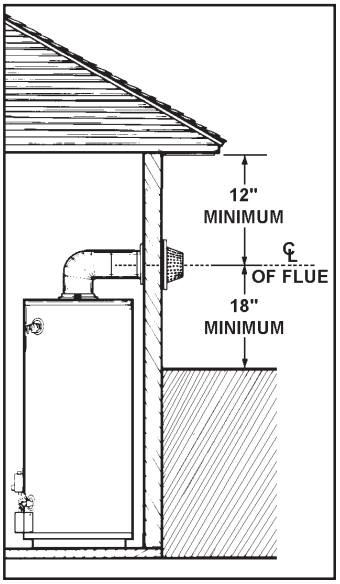

FIGURE 4
MAKE CERTAIN TO OBSERVE VENT LOCATION LIMITATION, SEE FIGURES 4 & 5.
- 18” minimum from the ground and 12” from ceiling overhangs, see Figure 4.